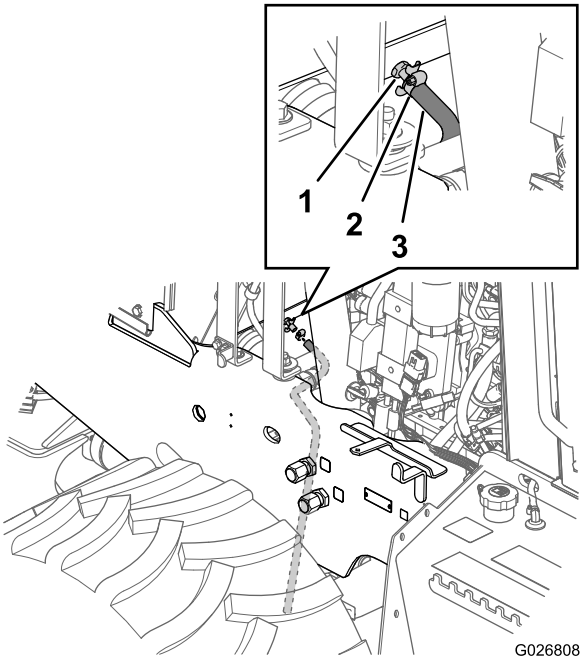
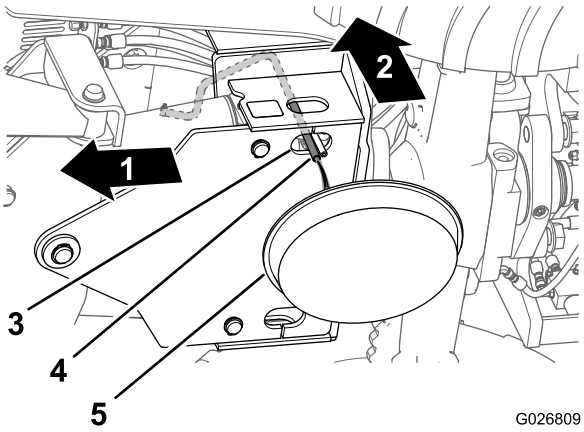
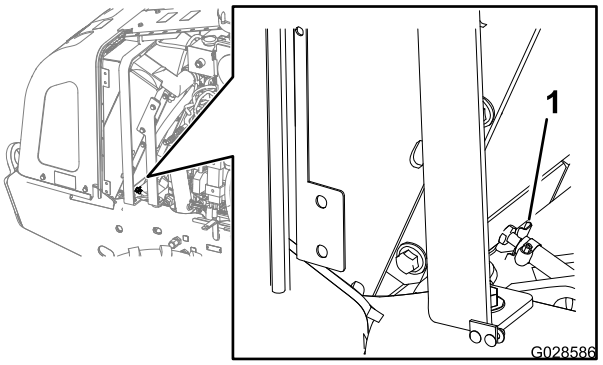

Figure 98
Figure 99
Figure 100
4. Slip a coolant resistant hose that is 3/8 x 30 inches over the outlet for the drain valve in the radiator (Figure 98).
5. Secure the hose to the drain valve with a hose clamp (Figure 98).
6. Route the hose down and through the hole in the lower mounting plate for the back fill blade (Figure 99).
7. Place a drain pan with a minimum capacity of 23 L (6 gallons) under the open end of the drain hose (Figure 99).
9. Close the drain valve (Figure 100).
10. Remove the drain hose and clamp (Figure 98 and Figure 99).
A. Ensure that the coolant is drained from the radiator and that the drain valve is closed (Figure 100).
D. Open the drain valve and drain the cleaning solution into a drain pan (Figure 98 and Figure 100).
E. Close the drain valve (Figure 100).
C. Open the drain valve (Figure 100) and drain the water into a drain pan.